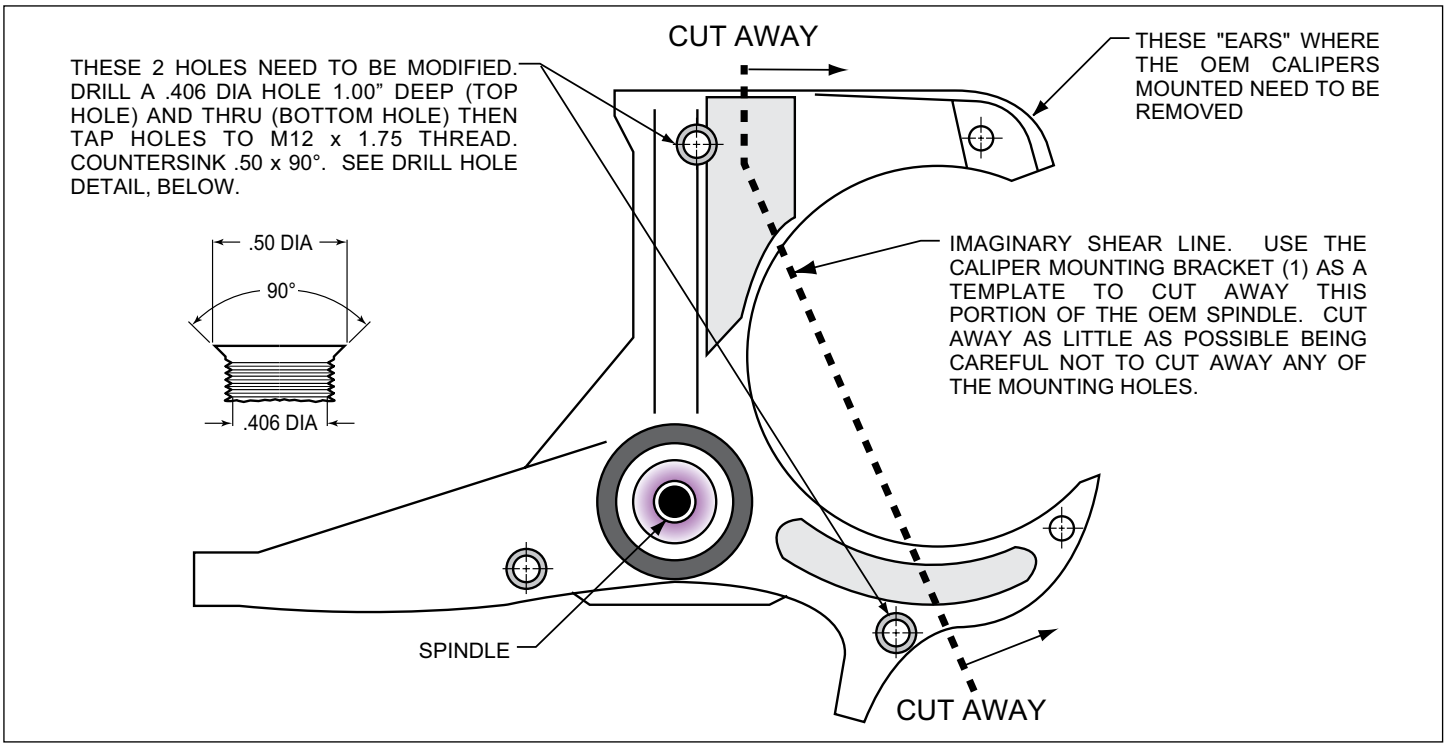

Figure 1. Steering Arm / Spindle Modifications
NOTE: *These modifications should be performed by a qualified machinist and completed before assembly of the Wilwood disc brake kit begins.* Refer to Figure 1 as necessary (numbers in parenthesis refer to the parts list). Only one view of the steering arm/spindle is shown, but the modifications need to be performed on both steering arm/spindles.
The two OEM holes that will be used to mount the caliper mounting bracket (1) need to be modified. Drill a .406 diameter hole, 1.00" deep (top hole), and thru (bottom hole), Figure 1, then tap holes to M12 x 1.75 thread. Countersink the holes to .50 x 90°. The "ears" that protrude to form a "C" shape need to be removed to facilitate the installation of the Wilwood kit. Using the bracket as a template, mark two cut marks on the steering arm. Remove as little as necessary from the "C" shape, being careful not to cut away any of the mounting holes required to bolt on the bracket.
***NOTE:** Numbers in parenthesis refer to the parts list and Figure 1 on the preceding pages.*
•Install the grease seal (8) by pressing into the backside of the hub (6), flush with the end of the hub, Photo 3.
•Pack the small outer bearing cone (11) with high temperature disc brake bearing grease and install into hub (6). Slide the hub assembly onto the spindle. Secure using spindle washer (12) and OEM spindle nut, Photo 4. Adjust bearings per OEM specifications. Install a new cotter pin (not included).
•Screw dust cap (14) into hub (6), Photo 5. Friction created by the o-ring (13) on the dust cap keeps it from unscrewing. ***NOTE:*** *The O.D. of the existing OEM spindle washer may be larger than the I.D. of the dust cap not allowing it to seat against the hub face. Therefore, use the spindle washer (12) supplied with the kit instead of the OEM washer.*
•Insert the dynamic mount wear clips (23) into the slots in the hat (21), Photo 6. Orient the rotor (9) as shown in Figure 1 and Photo 7, with the flush side of mount lugs facing the hat. Secure the rotor to the hat using the snap ring (22) by simultaneously pushing down on the rotor and installing the ring into the groove in the hat, as shown in Photo 8. Carefully inspect snap ring to ensure complete engagement in the groove.